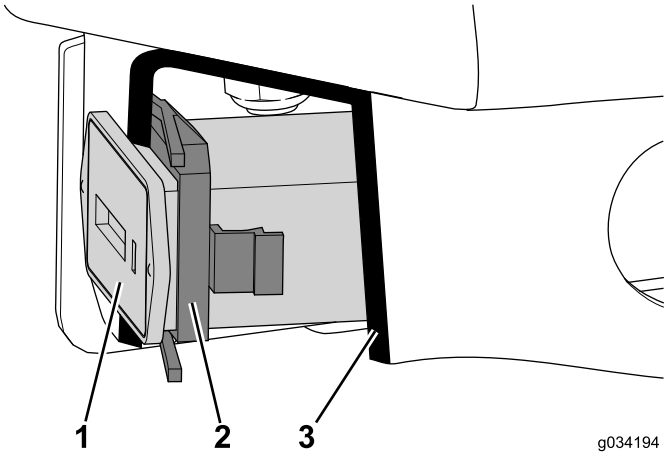

图12
3. 从中央控制台总成上卸下固定小时表的卡环（如配备）（图12）。